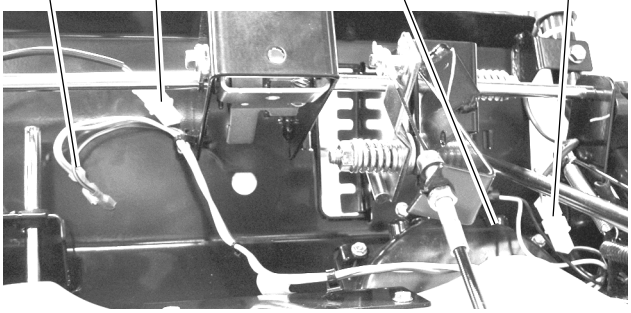

Figure 14
2. Connect wire harness to right and left grip wires and on/off switch. See Figure 14.